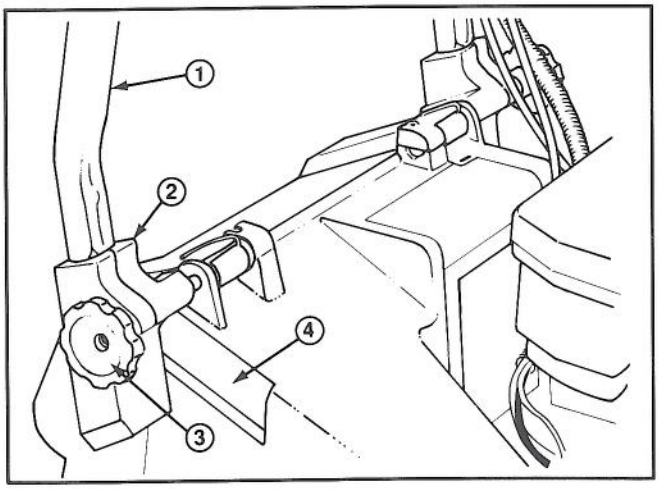
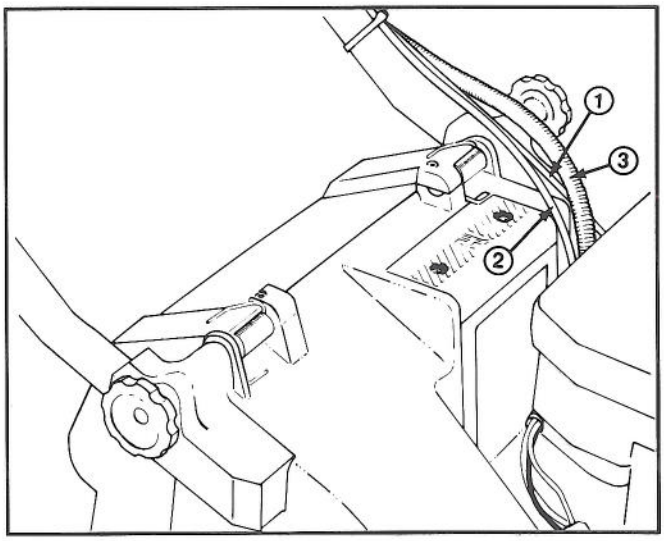

Abbildung 1
Abbildung 2
1. MONTAGE—Drehknöpfe auf der Gestängehalterung lockern (Abb. 1).
3. Die Enden der Griffstange in die Löcher der Gestängehalterung schieben bis sie sicher gehalten werden (Abb. 1). Sicherstellen, daß die Gaszug-, das Elektrostart- (Startschlüssel-Modell) und das Antriebskabel an der Gestängehalterung links oben sind (Abb. 2).
4. Den Griff und die Gestängehalterungen nach hinten schwenken bis die Rastklinken sicher in den Gehäuserasten gehalten werden (Abb. 2).